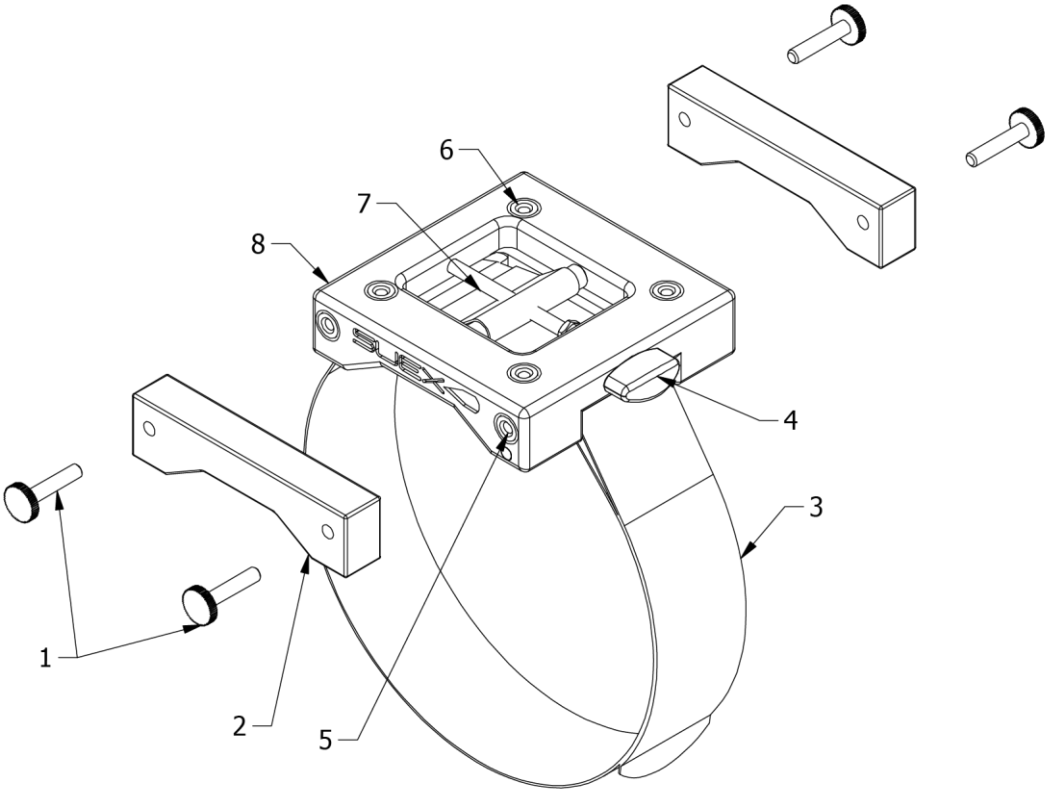

Fig. 1 - Parts description of the fixed support
The support consists of (Fig. 1):
- Open the strap (3 - Fig. 1) and close it back on the body of the Scooter using the velcro, checking that the tensioning knob is loosened so as to be able to tighten and fix the support on the Scooter.
- Turn the knob (4) clockwise to tension the belt, using the fingers, without forcing; check that the support is fixed.
On the front and rear sides of the fixed support (8 - Fig. 1), there are threaded bushings (5) where it is possible to screw (1) the float fixing screws (2).